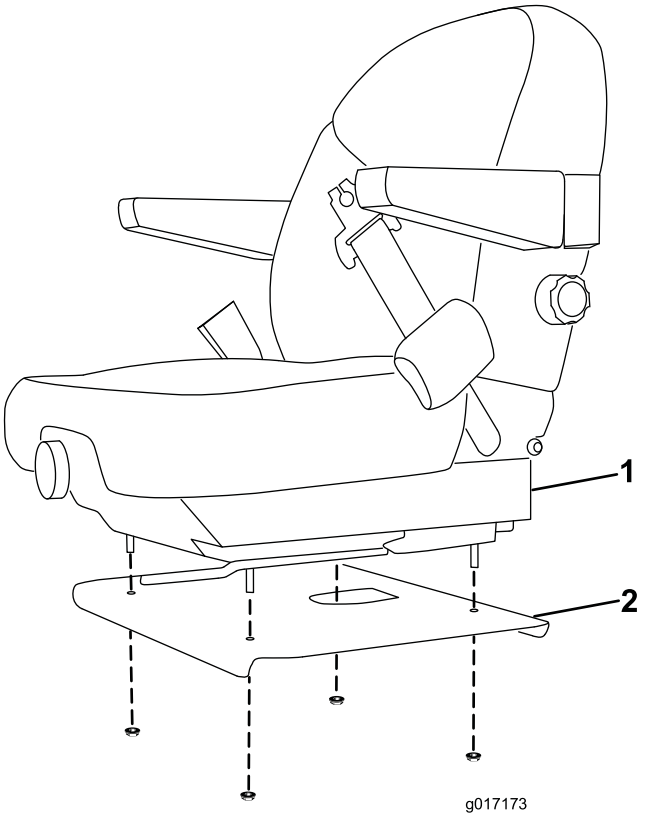

Figura 3
7. Rimuovete i fermi che fissano il sedile alla base del sedile (Figura 3). Togliete il sedile.